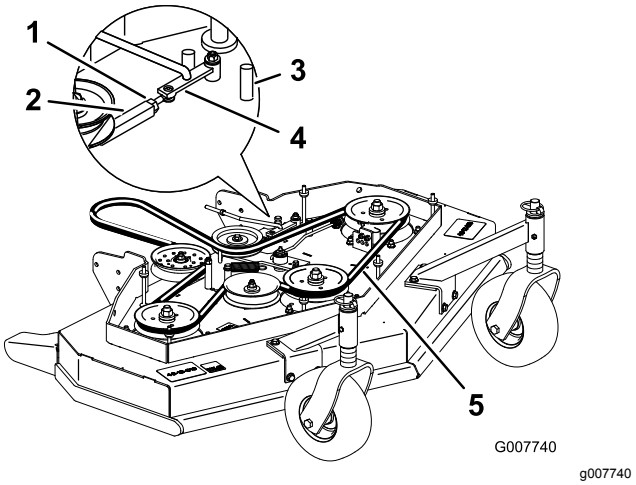

Figuur 46
3. Draai de borgmoer op de spanmoer los (Figuur 46).
4. Draai de spanmoer richting de achterkant van het maaidek om de spanning op de riem te doen toenemen. Draai de spanmoer richting de voorkant van het maaidek om de spanning op de riem te doen afnemen (Figuur 46).